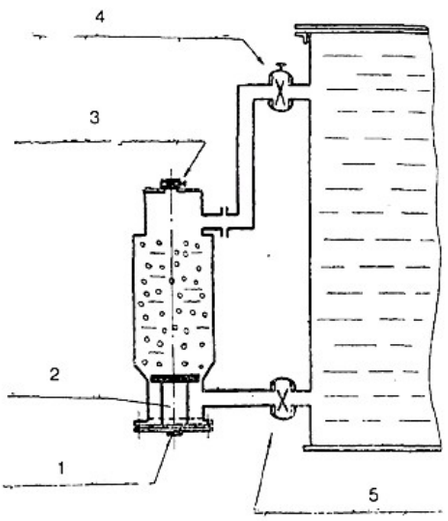

Рисунок 37 – Термосифониый фильтр: 1 - пробка отстойника; 2 - отстойник; 3 - спускной воздушный край; 4 - кран верхнего патрубка; 5 - кран нижнего патрубка.
5.12. Смена масла в гидрозатворах маслонаполненных вводов и силикагеля во влагопоглащающих патронах (рис. 37, рис. 38).